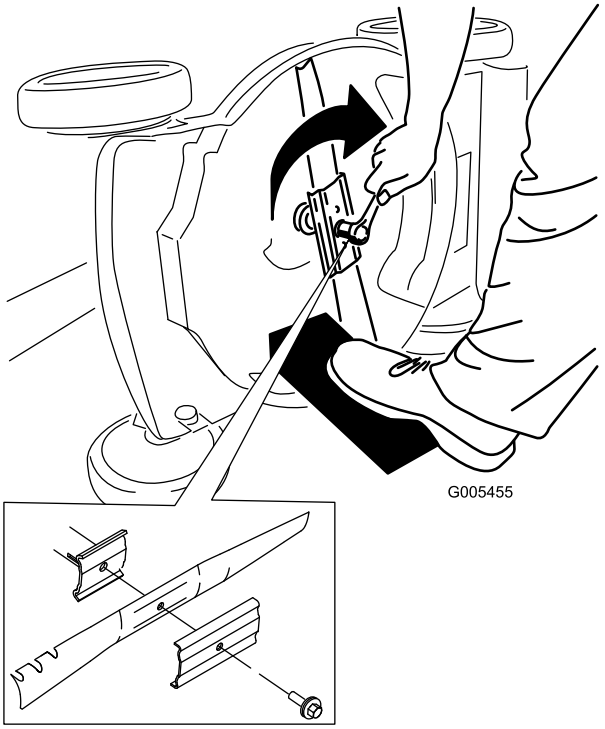

Figur 28
5. Monter den nye kniven og alle monteringsdeler (Figur 28).
1. Vri justeringsknotten mot klokken for å løsne kabeljusteringen (Figur 28).
2. Juster strammingen på kablene (Figur 28) ved å trekke dem utover eller skyve dem forover, og holde den stillingen.